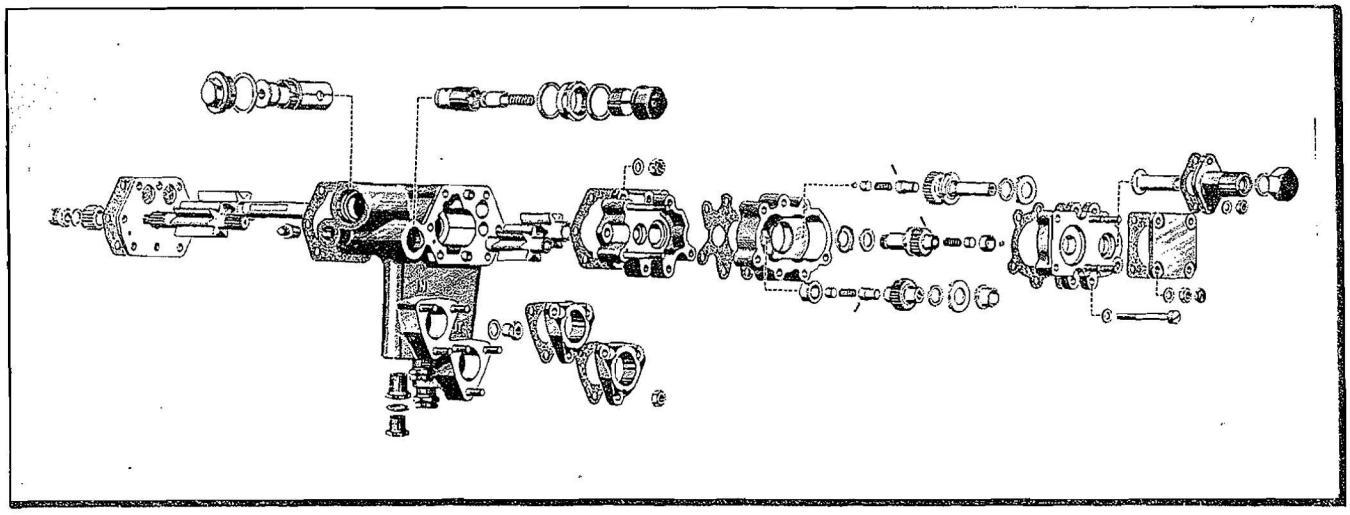
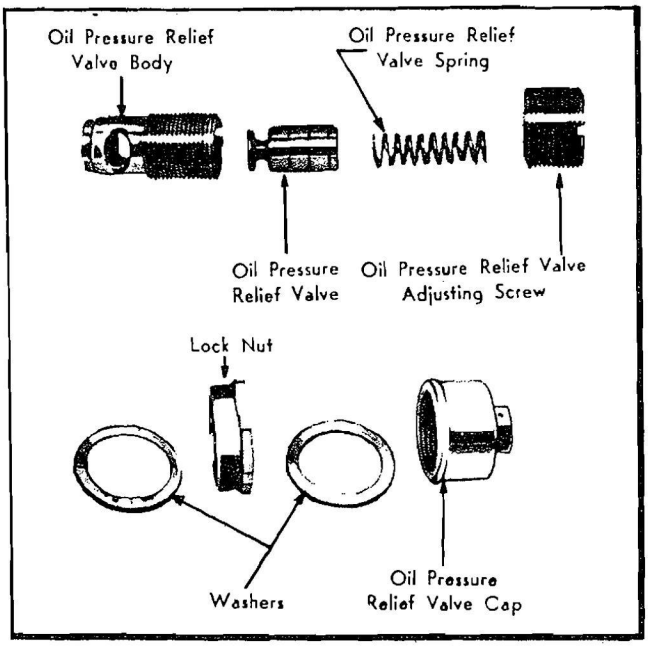

Figure 32—Oil Pump Assembly
Figure 33—Oil Pressure Relief Valve
(2) Oil enters the left-hand pump connection, passes up through the cored inlet passage, enters the pressure pump gears at the bottom, is carried around in the spaces between the gear teeth, and is discharged into a pocket-shaped chamber at the top of the gears. Refer to Figure 32. From this pocket the oil has two possible outlets, both of which are controlled by spring-loaded piston type relief valves.
(3) THE OIL INLET CHECK VALVE.—All oil entering the engine must pass through this valve. The spring tension, which is not adjustable, is designed to keep the valve closed against the gravity head of oil in the supply tank when the engine is stopped, and to open with very little restriction when the engine is running. The valve assembly is retained in a bronze sleeve which is screwed into the oil pump body, and over which a steel cap is screwed. The alloy steel piston is spring-loaded and accommodates one bronze piston ring. When the engine is running, end movement of the piston uncovers ports in the sleeve through which the oil passes to the engine. Displaced air and oil leakage is vented through a drilled passage into the supercharger rear housing cover and housing. An oil pump check valve was replaced with a substituting plug in some of the Model R-1820-40, -40B, -54, -60, and -87 engines.
(4) THE OIL PRESSURE RELIEF VALVE.—This valve is incorporated in the oil inlet to provide a means of pressure regulation.. The piston type pressure relief valve consists of a bronze alloy body containing a nickle steel piston with a flat seat. A steel lock nut and a steel cap screwed on the outside diameter of the adjusting screw, keeps the screw from loosening, and prevents oil leakage. The bronze retaining body is screwed into the oil pump body. When the oil pressure in the pocket-shaped chamber of the oil pump body exceeds the spring tension, set by regulation of the adjusting screw, the piston slides back and uncovers ports in the bronze body through which excess oil by-passes into the cored oil inlet passage at the entrance to the pressure pump gears. Turning the adjusting screw in a clockwise direction increases the spring tension and the engine oil pressure. Anti-clockwise movement of the adjusting screw produces the opposite effect. Displaced air and oil leaking around the piston passes through a hole drilled in the adjusting screw into the dome of the retaining cap. The cap and lock nut have a groove milled lengthwise in their internal threads, through which the dome of the retaining cap is vented to the oil pump body, where a drilled passage discharges the displaced oil and air into the supercharger rear housing. Later production engines incorporate a ball-type pressure relief valve. This valve differs from the piston type in that a steel ball replaces the piston. A different valve body is used to provide a spherical seat for the ball valve. Refer to Figure 33.